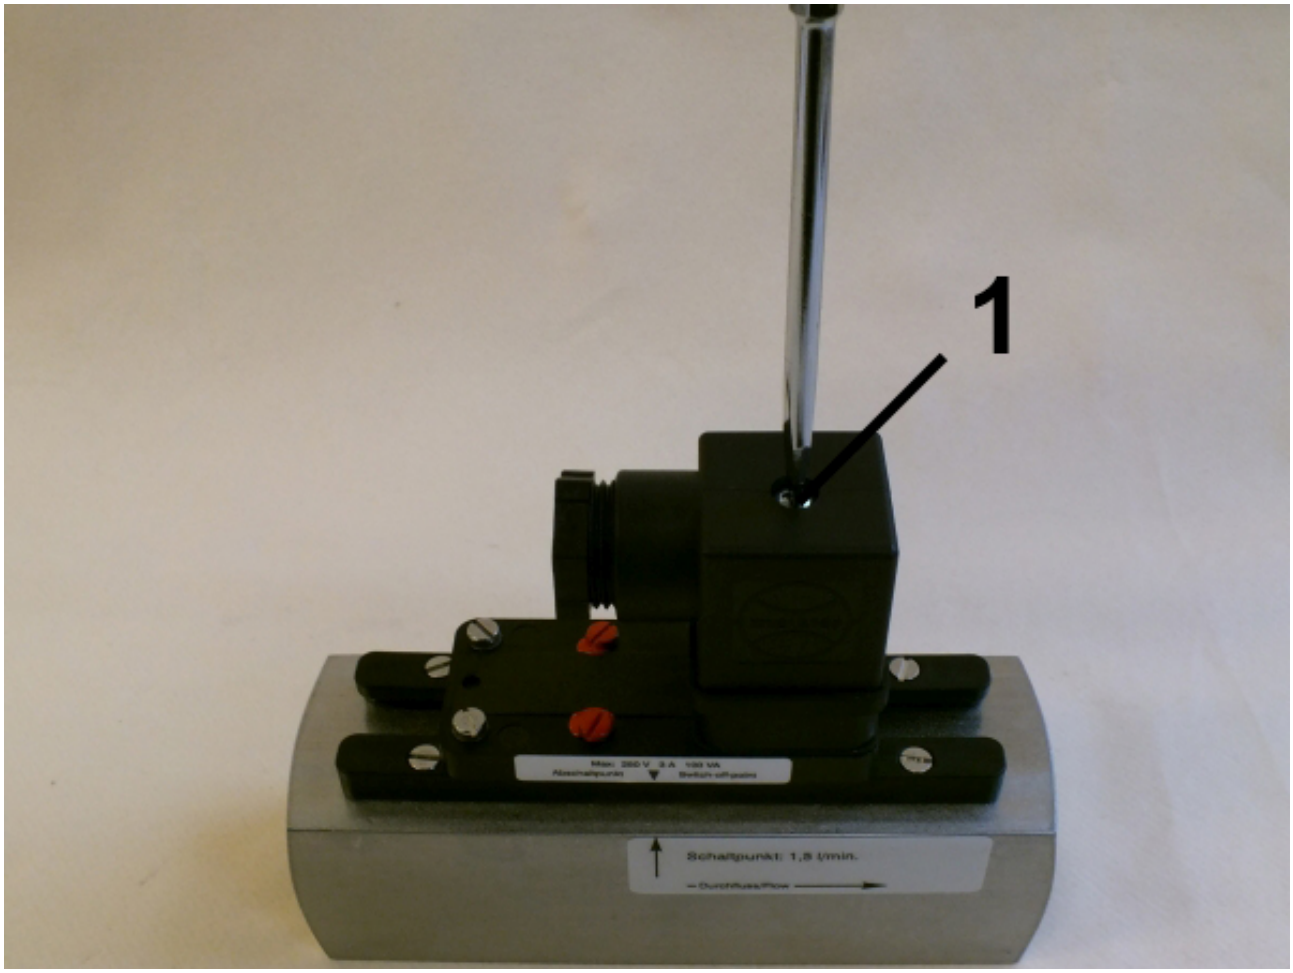

Fig. 27: Detach socket
1. ▸ Release the fixing screw *Fig. 27*/1) from the socket
9. Place the female socket onto the connecting plug and tighten the fixing screw (*Fig. 27*/1).